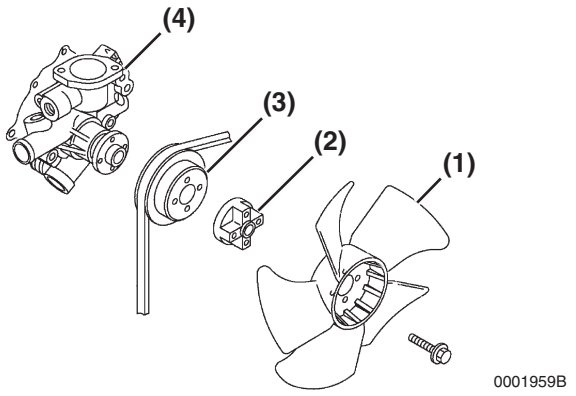

Figure 9-4
1. Remove the engine cooling fan guard (if equipped), engine cooling fan **(Figure 9-4, (1))**, spacer **(Figure 9-4, (2))**, engine coolant pump V-pulley **(Figure 9-4, (3))** and V-belt.